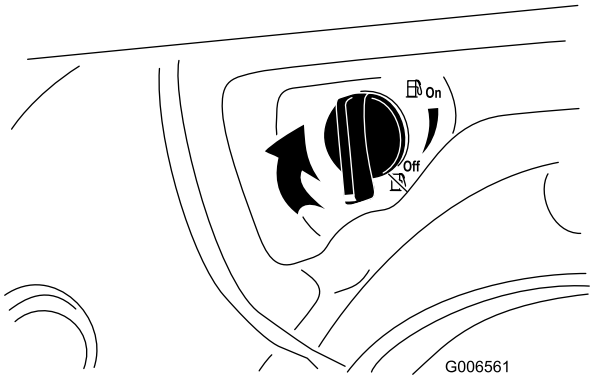

Figur 28
4. Luk brændstofafbryderventilen ved at dreje den med uret (Figur 28).